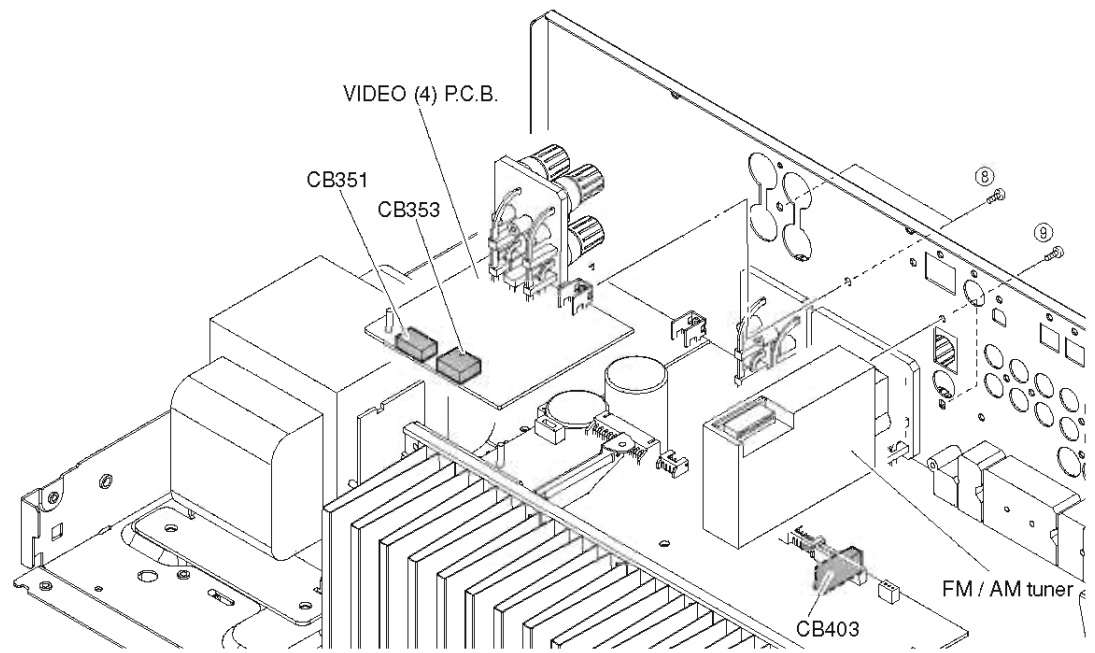

Fig. 4
5. Removal of VIDEO (4) P.C.B.
a. Remove 2 screws (⑧). (Fig. 4)
b. Remove CB351 and CB353. (Fig. 4)
g. Remove VIDEO (4) P.C.B. (Fig. 4)
5. VIDEO (4) P.C.B.の外し方
a. ⑧のネジ2本を外します。(Fig. 4)
b. CB351、CB353を外します。(Fig. 4)
c. VIDEO (4) P.C.B.を取り外します。(Fig. 4)
a. Remove 2 screws (⑨). (Fig. 4)
b. Remove CB403. (Fig. 4)
c. Remove FM/AM tuner. (Fig. 4)
a. ⑨のネジ2本を外します。(Fig. 4)
b. CB403を外します。(Fig. 4)
c. FM/AMチューナーを取り外します。(Fig. 4)